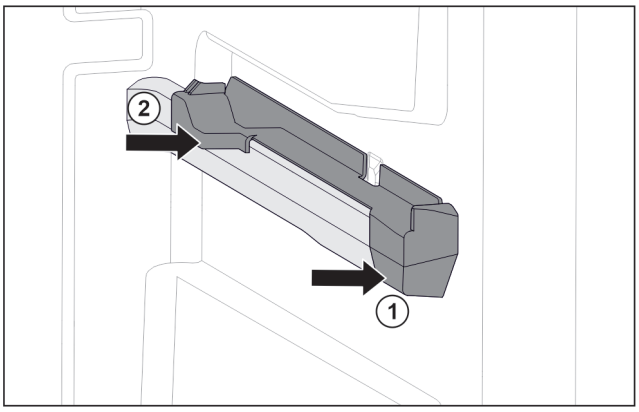

Fig. 149 Attachment on the right moulded rib
▶ Position attachment on moulded rib at the front. *Fig. 149 (1)*
▶ Press on attachment at the back. *Fig. 149 (2)*